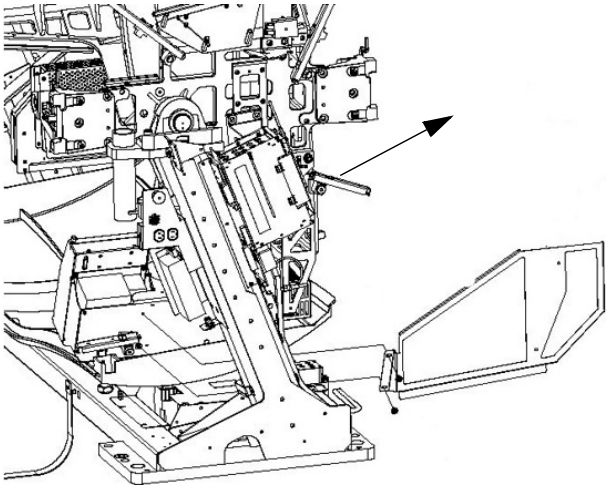

Figure 8-53 Right Side Tilt Regulatory Cover Removal
7.) Referring to Figure 8-53, carefully slide the panel out of position through the rear of the gantry.